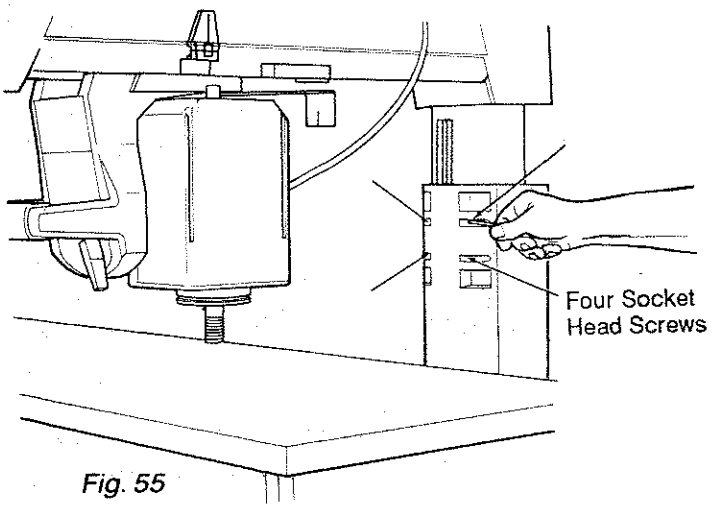

Fig. 55
11. Use a *3/16" hex "L" wrench* to loosen the four screws in the front of the *column support* slightly, if you have not already done so in the Adjusting Elevation section. (Figure 55)